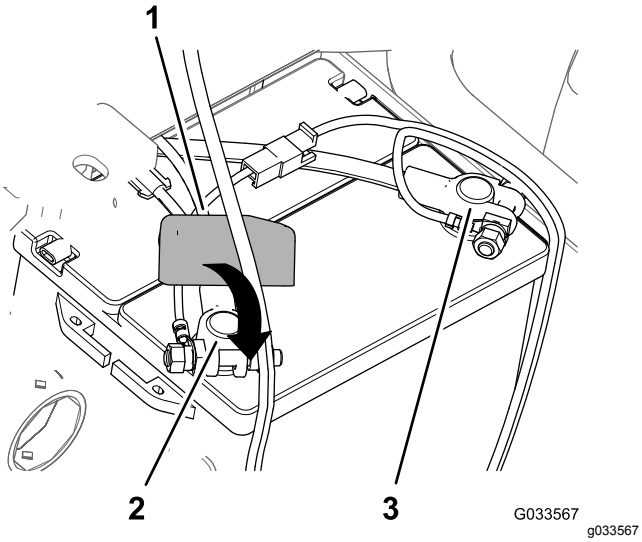

Figur 32
8. Monter det positive batterikabel på batteriets **plus**pol, og spænd klemmemøtrikken med hånden (Figur 32).